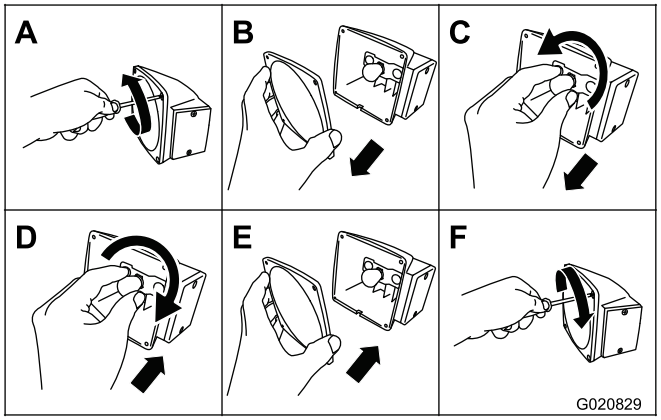

Figure 75
1. À l'aide d'un tournevis, retirez les 4 vis du grand verre carré sur le feu (Figure 75).
2. Déposez le verre (Figure 75).
3. Poussez sur l'ampoule et tournez-la dans le sens antihoraire pour la retirer de la douille (Figure 75).
4. Poussez une ampoule neuve 1157 dans la douille et tournez-la dans le sens horaire pour la bloquer en place (Figure 75).
5. Reposez le verre et les 4 vis (Figure 75).